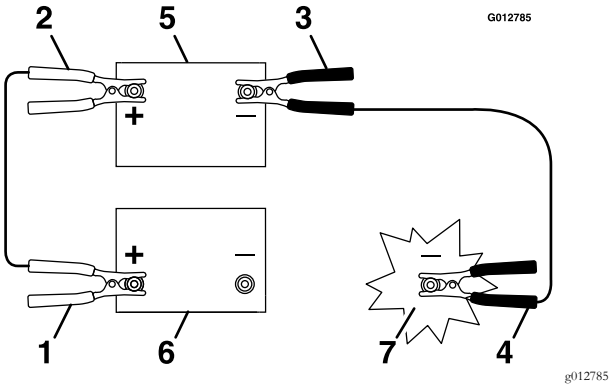

Figure 17
3. Connect the positive (+) cable to the positive (+) terminal of the discharged battery that is wired to the starter or solenoid as shown in Figure 17.